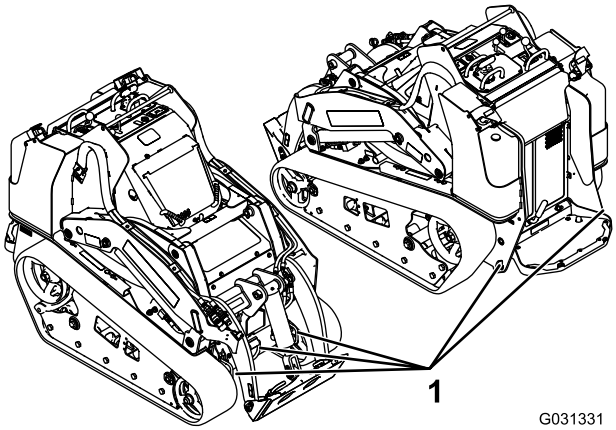

**Rysunek 34**
6. Zamocuj maszynę do przyczepy lub ciężarówki za pomocą pasów, łańcuchów lub lin, mocując je do metalowych uch na maszynie (Rysunek 34).
Maszynę można unieść za pomocą uch mocujących/do podnoszenia, stanowiących punkty podnoszenia podane na Rysunek 34.